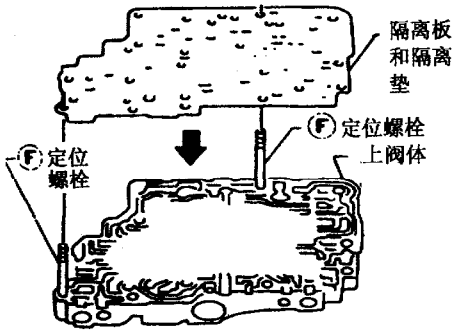

图 9－6－32　定位螺栓及隔离板
(3) 如图 9－6－32 所示，从上阀体底部安装定位螺栓Ⓕ，并用定位螺栓导向，在上阀体上安装隔离垫和隔离板。
(4) 将内阀体的下阀体侧面朝上，将滚珠放入正确位置，如图 9－6－26 所示。注意，不得装错或漏装。